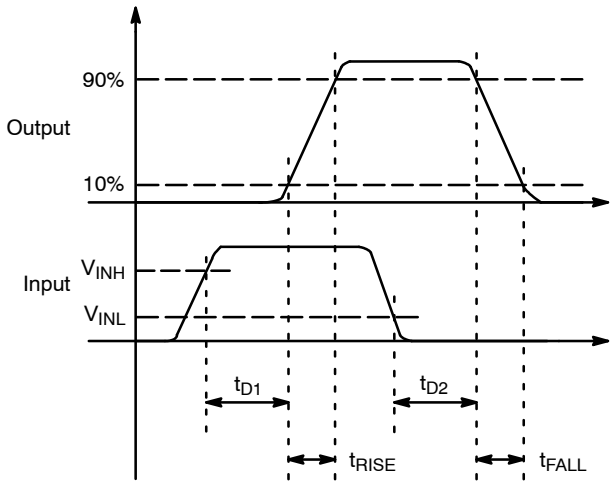
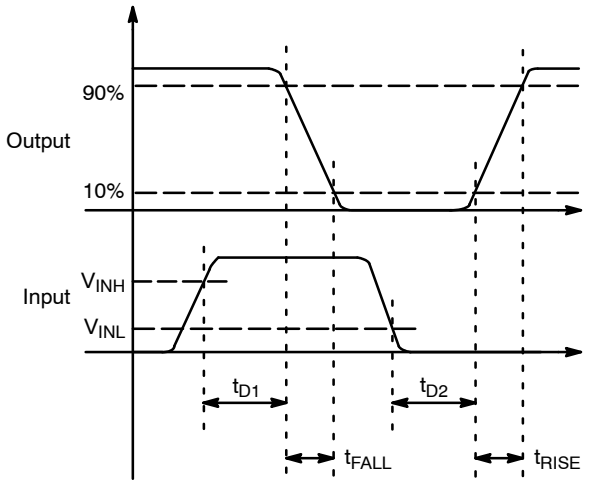

Figure 8. Non−Inverting (EN HIGH or Floating)
Figure 9. Inverting (EN HIGH or Floating)
12. *See Timing Diagrams of Figure 8 and Figure 9.*